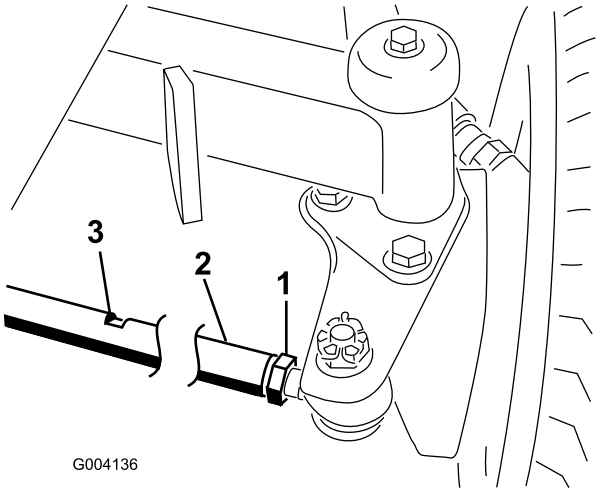

Figur 59
2. Lossa kontramuttern i båda ändar av dragstången (Figur 59).